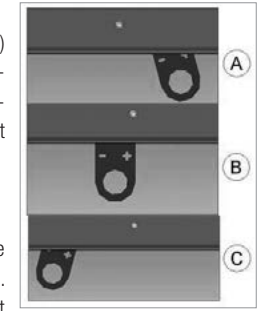

Abb.11
Die Verbrennungsluftregelung erfolgt stufenlos durch Betätigen des Stellhebels, der sich unterhalb der Tür befindet (siehe Abb. 11). Die Verstellung erfolgt bei geschlossener Feuerraumtür!
12. Je nach Witterungsbedingung den Stellhebel mehr oder weniger zur Mittelstellung hin oder etwas darüber steuern (Abb.11). Dies ist immer abhängig von der Erfahrung und den aktuellen Bedingungen vor Ort.